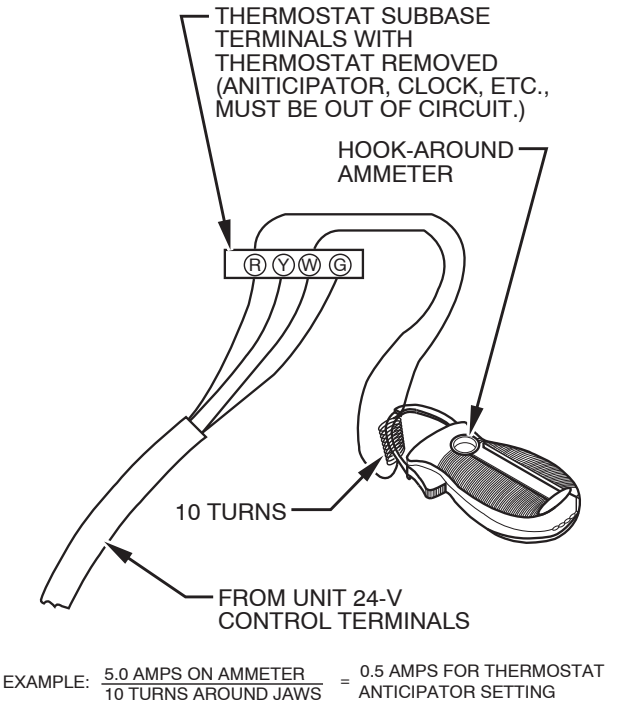

Fig. 63 - Amp. Draw Check with Ammeter
2. Connect an amp meter across the R and W subbase terminals or R and W wires at wall. See Fig. 63.